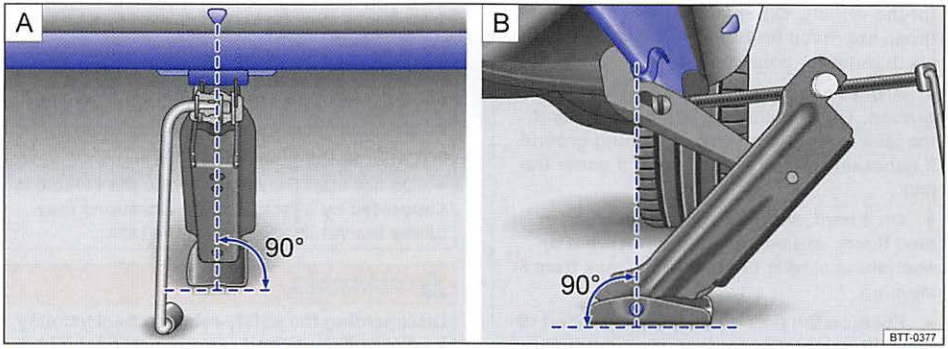

Fig. 163 Jack in position at the left rear lift point.
9. Position the jack so that its base is directly underneath the lift point ⇒ fig. 163, making sure that the entire base of the jack rests securely on the ground.
10. Align the jack and wind up the jack claw at the same time, until the claw cradles the vertical rib underneath the vehicle ⇒ fig. 163 (arrow).
- **Position the jack only at the described vehicle lift points. Before you raise your vehicle, always make sure the jack claw properly grips the vertical rib under the sill so that the jack does not slip off when you are raising the vehicle ⇒ fig. 163.**